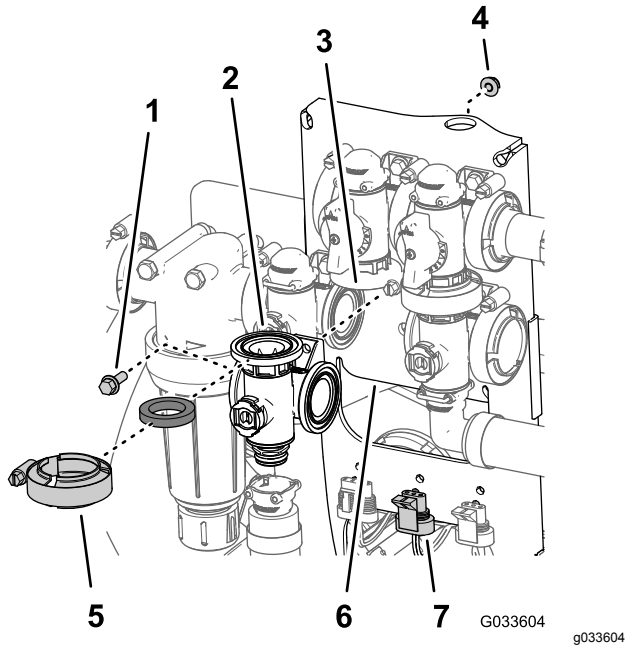

Figur 124
1. Ret flangen på omrøringsventilmanifolden, en pakning og flangen på omrøringsomløbsventilen ind efter hinanden (Figur 124).
9. Saml omrøringsventilen til ventilbeslaget med flangehovedbolten og flangelåsemøtrikken (Figur 124), som du fjernede i trin 3 af Afmontering af omrøringsmanifoldventilen (side 81), og spænd møtrikken og bolten til mellem 10 og 12 Nm.